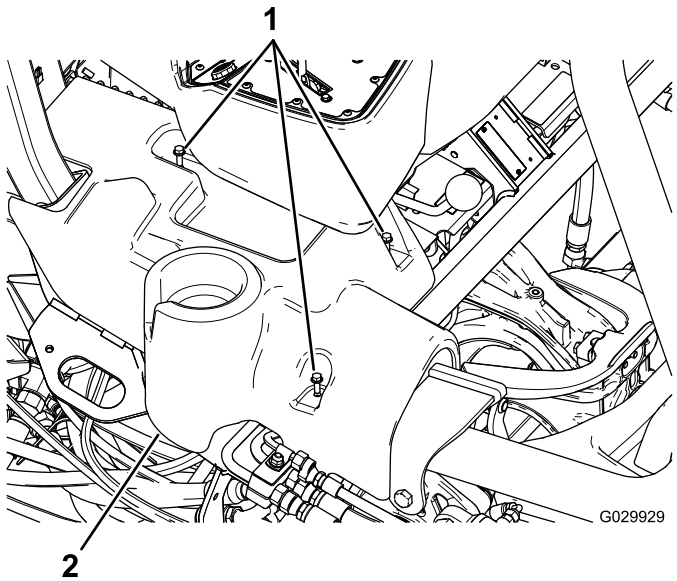

图12
1. 将新右控制台上的螺栓孔与机器上的螺栓孔对齐（图12）。